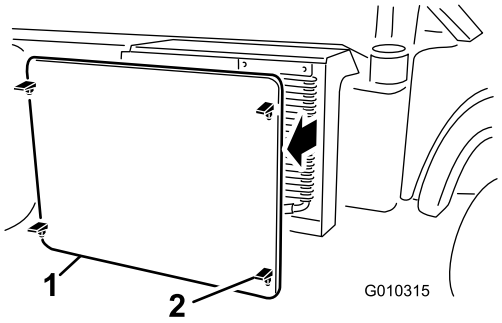

**Figur 57**
2. Løsn og fjern kølergitteret foran på køleren (Figur 57).